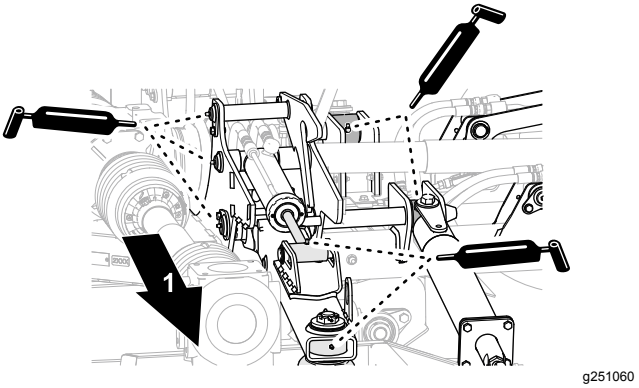

Figur 52
- Applicera det angivna fettet på lyftarmarna, hydraulcylindrarna och stötdämparna på vänster och höger klippdäck (Figur 52).